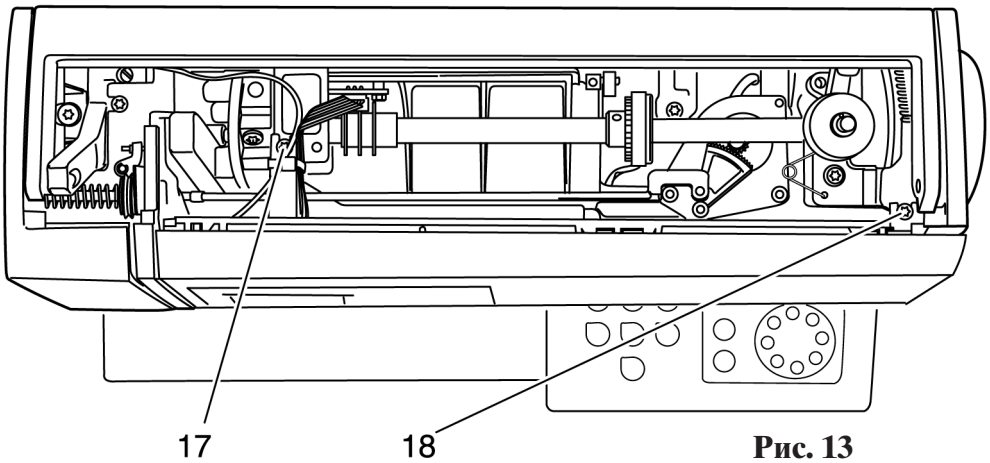
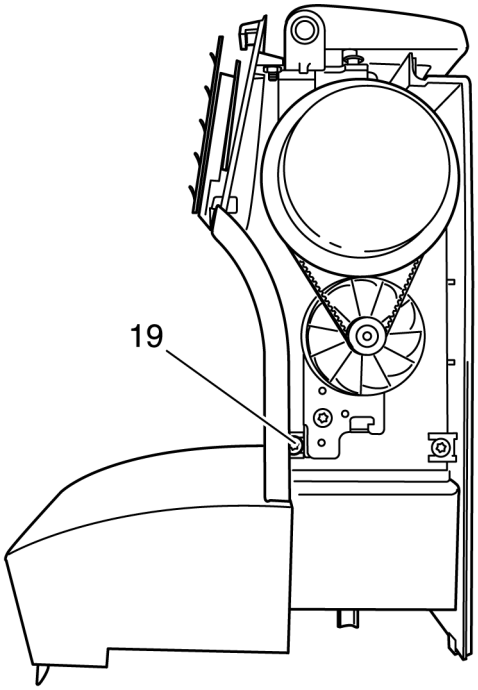

Рис. 13
Рис. 14
- Ослабьте крепежные винты 17 и 18 (рис. 13), а также крепежный винт 19 (рис. 14).